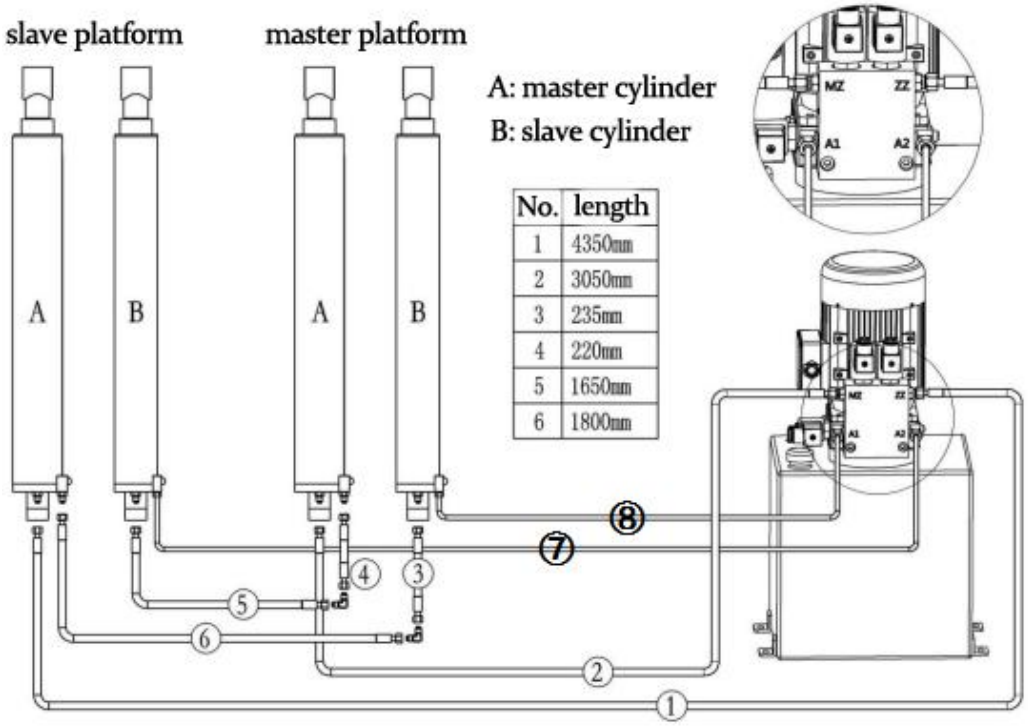

Fig 12 Hydraulic piping connection diagram
Connect hydraulic system by Hydraulic piping connection diagram (Fig.12). Please pay attention to the pipes and their correct connectors. Do not connect wrongly. (pipe ⑦ and ⑧ are transparent for oil recycling.
3. When the lift is raised to the highest position, do not release the button. Observe the transparent return pipe connected to the pump station (Refer to Fig. 12, please pipe ⑦and ⑧ connected to the A1(or MA) and A2 (or ZA)ports). When no more air bubbles in the two return pipes, continue to let the pump station work for about 10 seconds, then release the adjustment button and press the down button on the control panel to lower the lift to the lowest position.